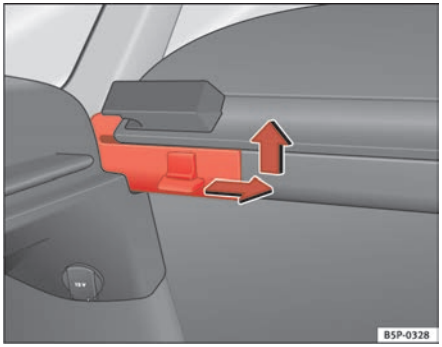

Fig. 125 Removing the luggage compartment cover
– Press the side pin in the direction of the arrow, lift the cover and remove it ⇒ fig. 125.